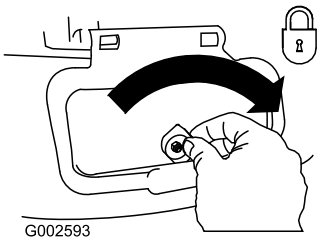

**Figuur 30**
**Belangrijk:** **Vergrendel het deurtje van de zijafvoer nadat u dit hebt gesloten (Figuur 30).**